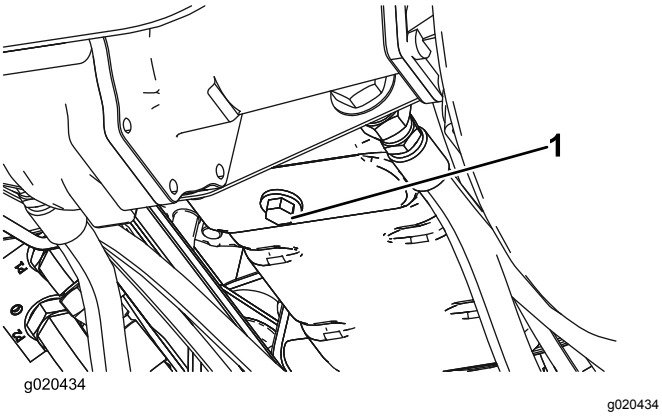

Figur 74
1. Fjern aftapningsproppen (Figur 74), og lad olien flyde over i aftapningsbeholderen. Når al olien er drænet, skal aftapningsproppen monteres.